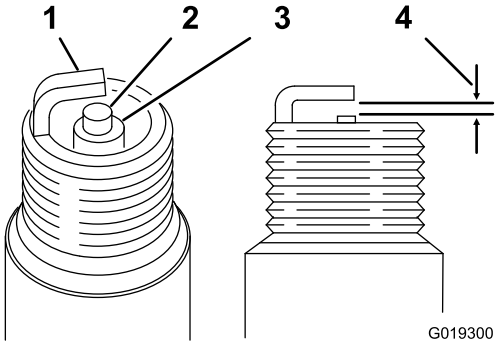

**Figur 45**
4. Ställ in avståndet mellan mittelektroden och sidoelektroden till 0,76 mm för respektive tändstift, se Figur 45. Montera bägge tändstiften med korrekt inställt avstånd tillsammans med en packning och dra åt stiften till 22 N·m.